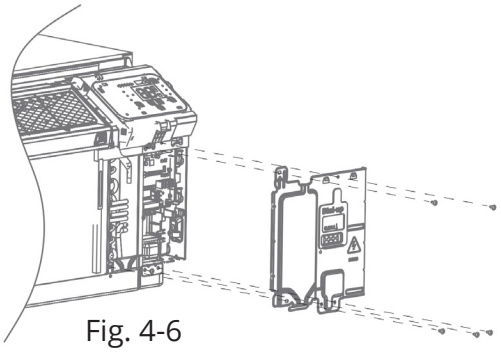

Fig. 4-6
- Retirez les 4 vis et retirez le panneau de protection. (Voir fig. 4-6.)